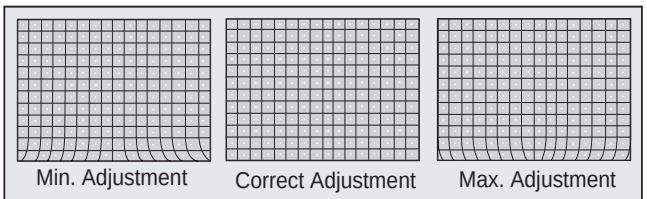

Figure 40. **Bottom Adjustment**
3. Adjust “BTMG” to straighten lower lines (See Fig. 40)